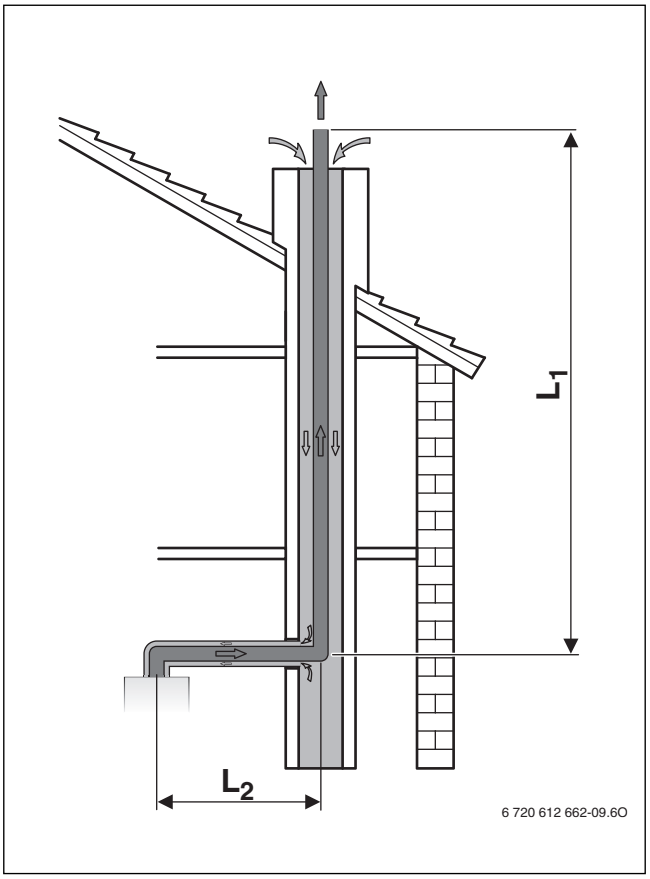

Fig. 20 Ghidarea gazelor arse în puț conform C_{93}
- Dacă alimentarea cu aer de ardere se realizează printr-un puț în contracurent (→ Fig. 20), puțul trebuie curățat după cum urmează.